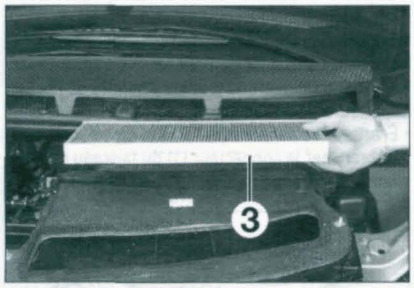

FIGURE 10-2
• Sortir le filtre (3) **(figure10-2)**.